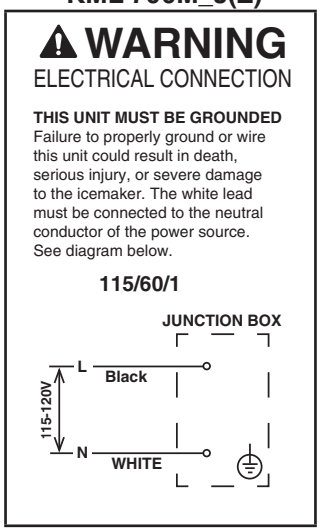

Fig. 9
- Electrical connection must be made in accordance with the instructions on the "WARNING" tag, provided with the pig tail leads in the junction box. See Fig. 9.